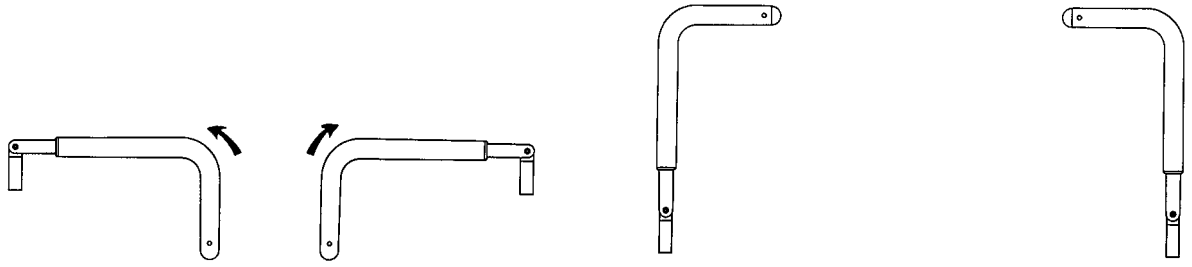

Figur 4 – Ta fram huvudändens skjuthandtag
1. Sväng upp handtagen från produktens ände (Figur 4).